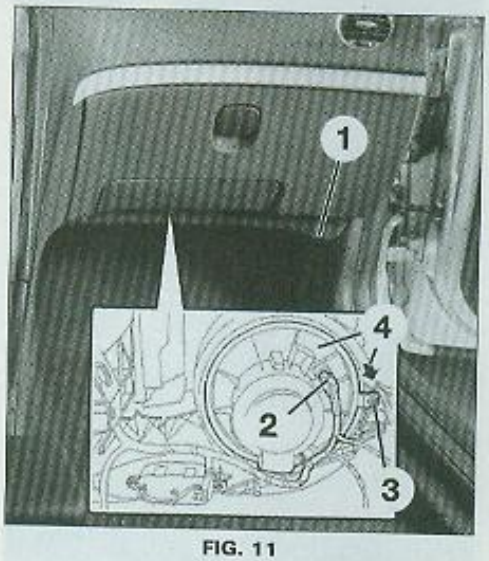

FIG. 11
• Déposer la garniture inférieure droite (1) de la planche de bord sous la boîte à gants (Fig.11).
• Débrancher le connecteur d'alimentation (2) du motoventilateur de chauffage (3).